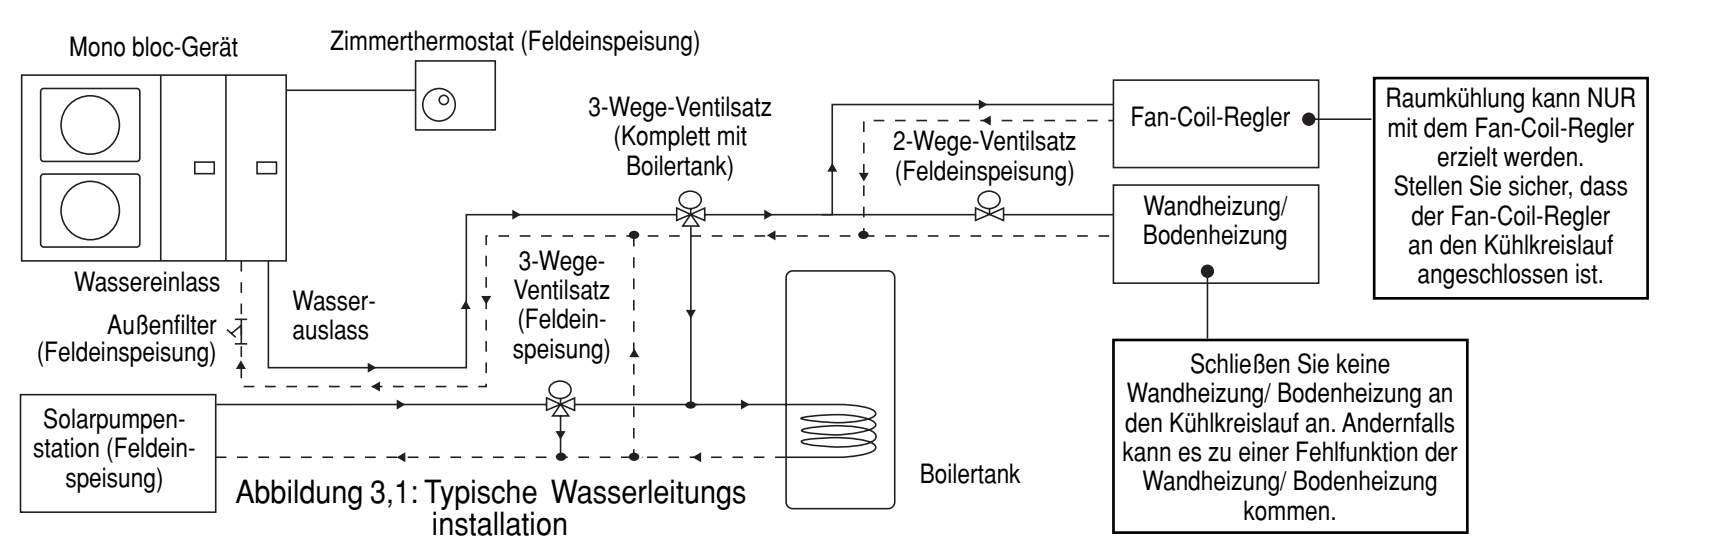

Abbildung 3,1: Typische Wasserleitungs installation
- Zwecks Installation von 3-Wege-Ventilsatz siehe Abbildung 3,1.